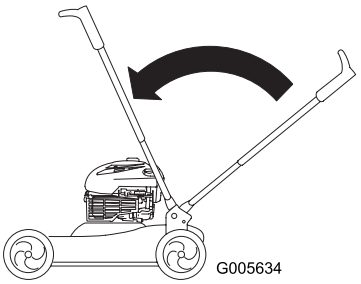

Figur 38
2. Drej håndtaget fremad (Figur 38).